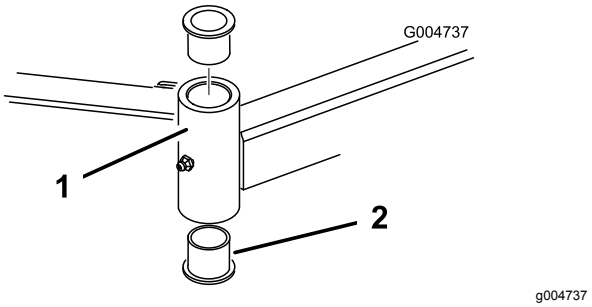

Figuur 112
4. Sla een drevel in de boven- of onderkant van de bevestigingsbuis en tik de lagerbus uit de buis (Figuur 112).